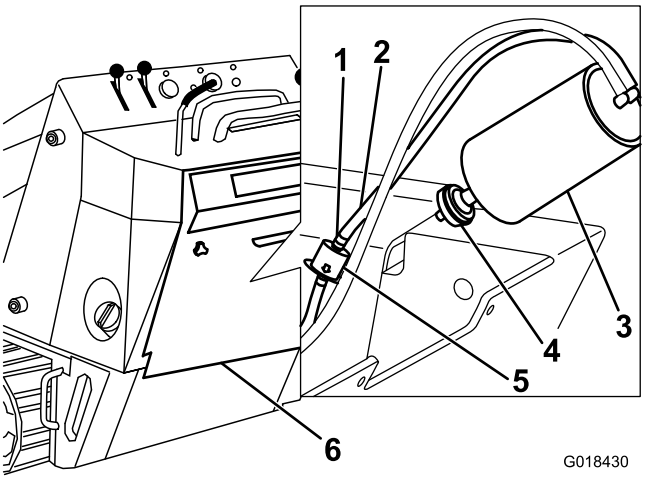

Figur 31
3. Ta bort och kasta luftfiltret (Figur 31).
4. Montera ett nytt filter på kolkanistern (Figur 31).
3. Flytta slangklämmorna av fjädertyp på bägge sidor av kolkanisterns reningsledningsfilter bort från filtret (Figur 31).
4. Ta bort och släng reningsledningsfiltret (Figur 31).
5. Montera ett nytt filter i slangen (pilen på filtret ska peka bort från kolkanistern) och fäst det med slangklämmorna (Figur 31).